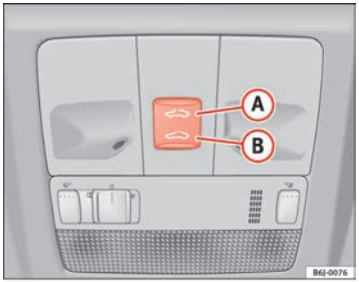

Fig. 47 Panorama/tilting sunroof
– Press and hold button (B) ⇒ fig. 47 ⇒ ⚠. The roof starts to close until the button is released. ▶